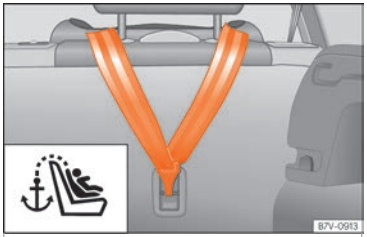

Fig. 40 Upper retaining strap hooked in the luggage compartment
- Hook the upper retaining strap to the corresponding retaining ring (for Top Tether) on the back of the seat backrest on the rear seat ››› Fig. 40.